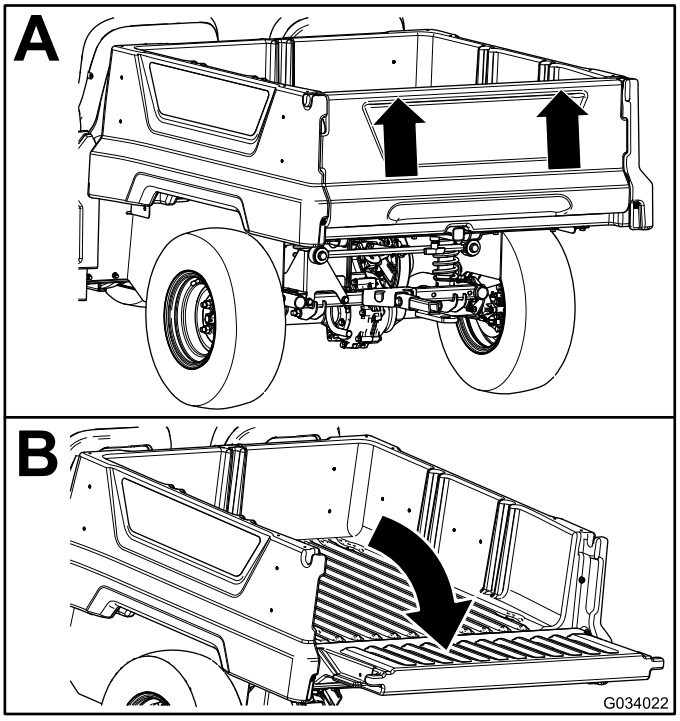

**Figuur 17**
2. Breng de achterlaadklep met beide handen omhoog; gebruik de nok bovenaan de achterlaadklep (Figuur 17).
3. Laat de achterlaadklep zakken tot deze gelijk komt met de onderkant van de laadbak (Figuur 17).